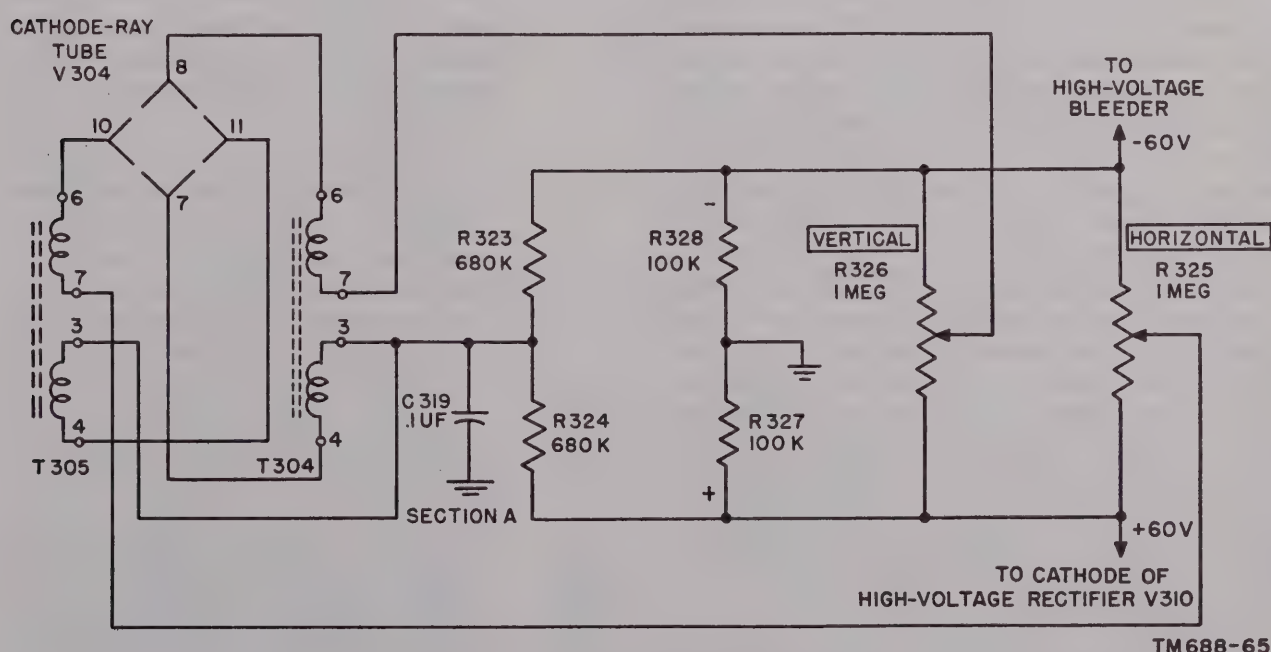

Figure 85. Automatic centering circuit.
d. The cathode-ray tube current flows through R327 but not through R328; therefore, changing the cathode-ray tube current (varying the INTENSITY control) would affect the position of the beam on the screen. The automatic centering circuit designed to compensate for this is shown in figure 85.
(1) For low intensities (minimum current flow through the cathode-ray tube), the voltages across the two resistors R327 and R328 are equal in amplitude, but of the opposite polarity. Series resistors R323 and R324 are equal in value and connected in parallel with R327 and R328. The voltages across R323 and R324 are equal and the voltage at the junction of the two is zero. One horizontal plate (pin 11) of V304 is connected through one of the secondaries of T305 to the junction of R323 and R324. One of the vertical deflection plates (pin 7) of V304 is connected through one of the secondaries of T304 to the same junction.
(2) For high intensities (max. current flow through the cathode-ray tube),